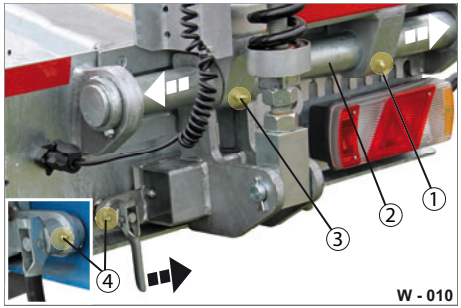

Abb. 19 Auffahrrampen-Lagerung schmieren
- ▶ Schmieren Sie mit einer Fettpresse die Lagerung an Schmiernippeln (Abb. 19/1,3,4) bis zum Fettaustritt ab.
- ▶ Fetten Sie die Bolzen-Lagerstellen (Abb. 19/2) mit Maschinenfett ein.